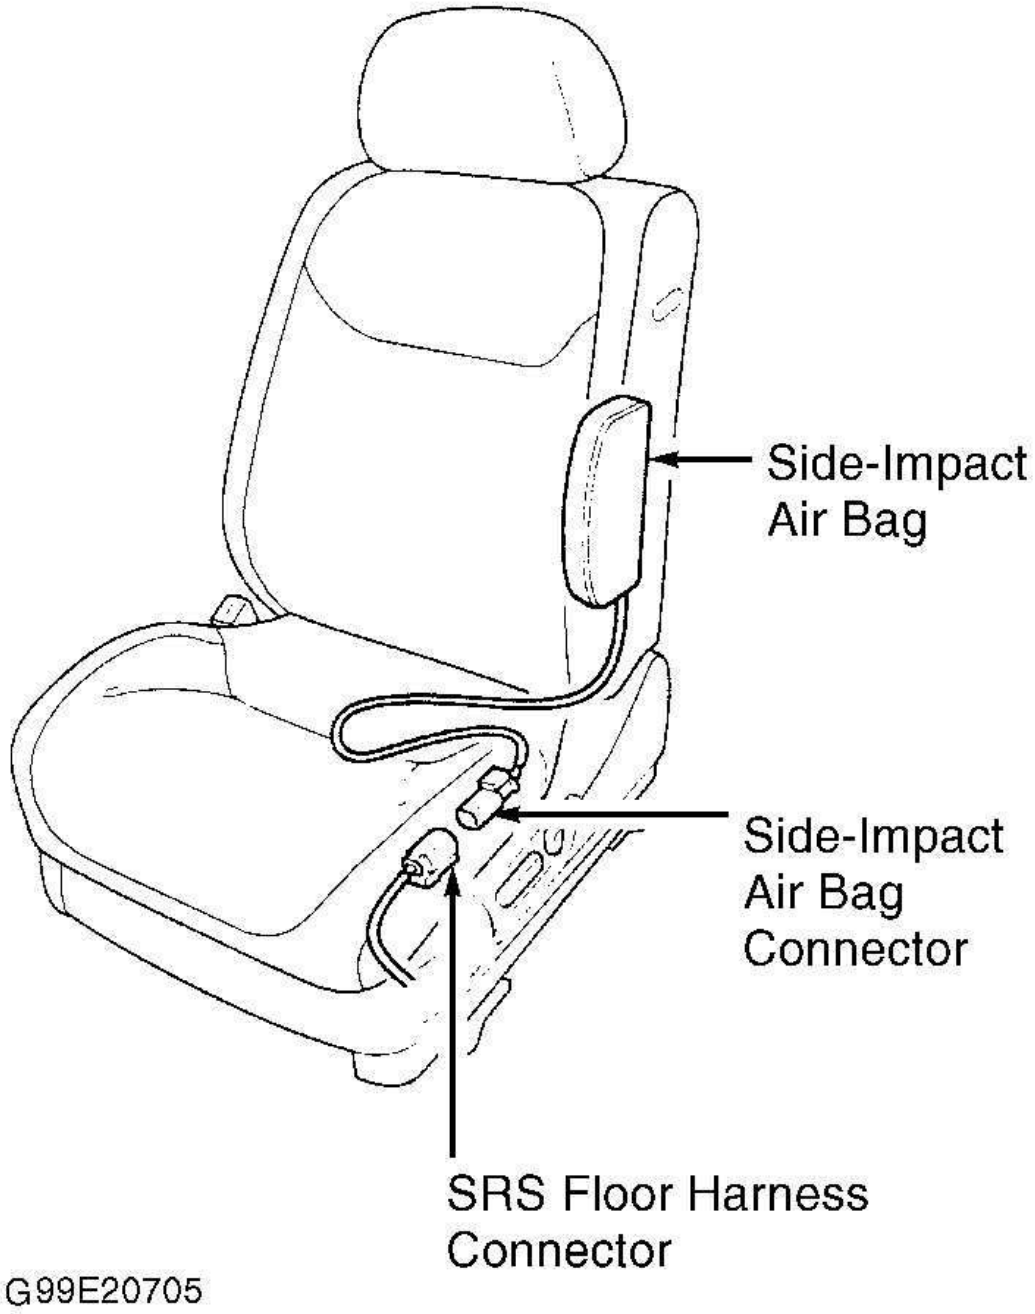

Fig. 14: Disconnecting Side-impact Air Bags
1. Before proceeding, see **AIR BAG SAFETY PRECAUTIONS** . Disable air bag system. See **DISABLING SYSTEM** under DISABLING & ACTIVATING AIR BAG SYSTEM. Disconnect side-impact air bag connector from SRS floor harness connector. See **Fig. 14** . Remove seat assembly and seat back cover. Remove mounting nuts and side-impact air bag. See **Fig. 15** .